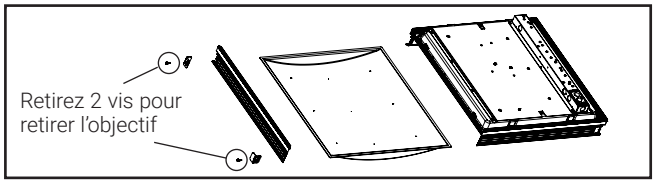

Figure 6.
4. Faites glisser la lentille afin de la retirer. (Voir Figure 6).